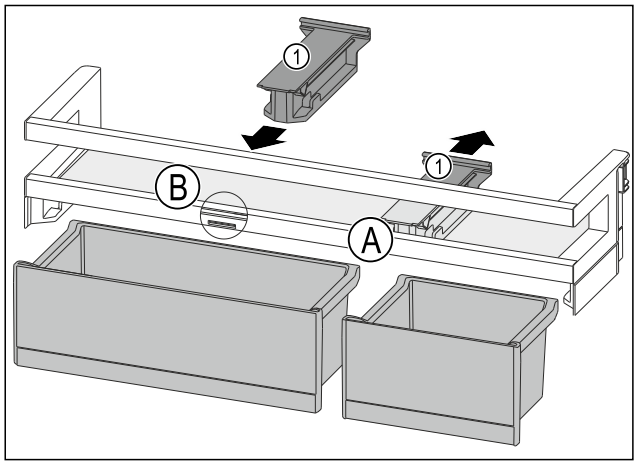

Fig. 107
▶ 将定位件 *Fig. 107 (1)*向后拉至位置 *Fig. 107 (A)*。
▶ 将定位件 *Fig. 107 (1)*插入至位置 *Fig. 107 (B)*。